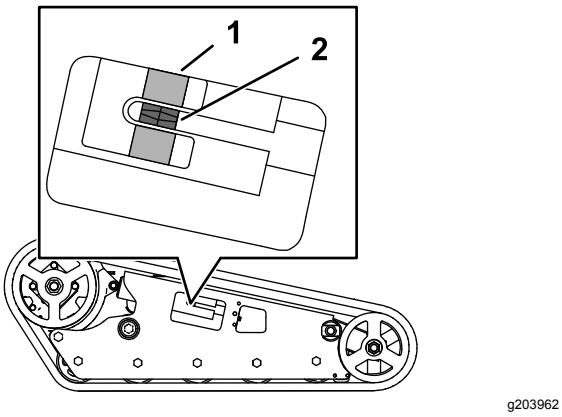

**Rysunek 58**
Upewnij się, że blok napinający znajduje się równo z zieloną wskazówką na naklejce lub w odległości 1,3 cm od końca prowadnicy rury napinającej (Rysunek 58). Jeżeli tak nie jest, należy skorygować napięcie gąsienicy w następujący sposób:
4. Używając klucza grzechotkowego z zabierakiem 1/2 cala obracaj śrubę napinającą w lewo, aż blok napinający zrówna się z zieloną wskazówką na naklejce lub znajdzie się w odległości 1,3 cm od tylnej krawędzi rury (Rysunek 58).